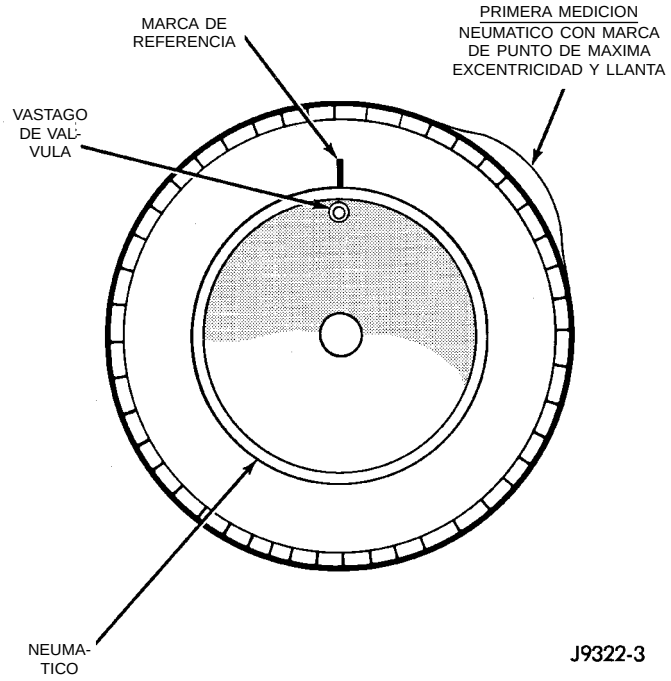

Fig. 8 Primera medición en el neumático
(1) Mida el descentramiento total del indicador en el centro del reborde de la banda de rodamiento del neumático. Tome nota de la lectura del indicador. Marque el neumático para indicar el punto de máxima excentricidad. Coloque una marca en el neumático, de la posición del vástago de válvula (Fig. 8).